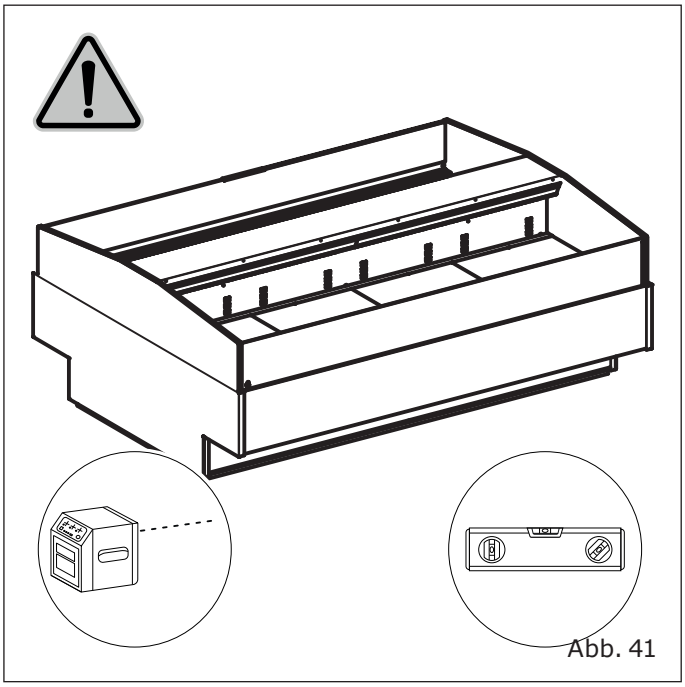

Abb. 41
- Das Gerät muss auf einem ebenen Untergrund aufgestellt werden. ("Abb. 41").